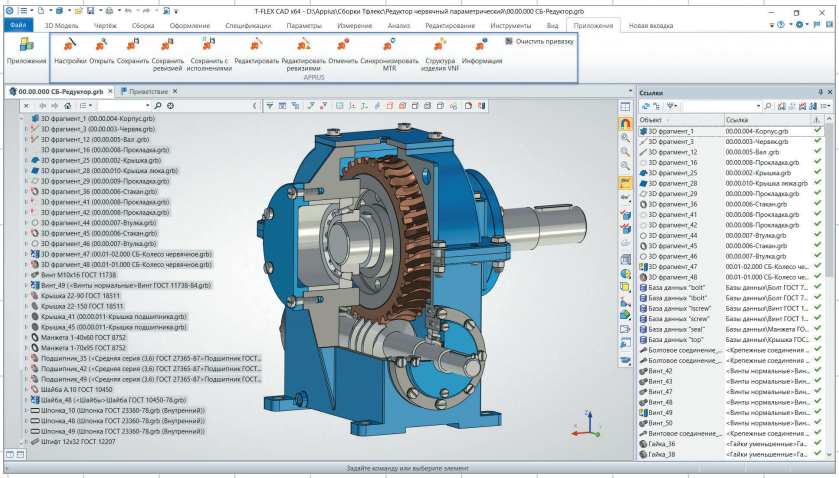
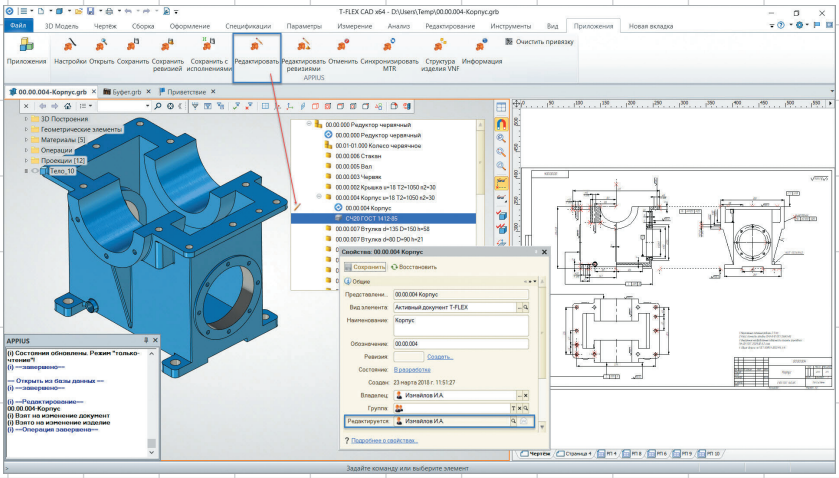
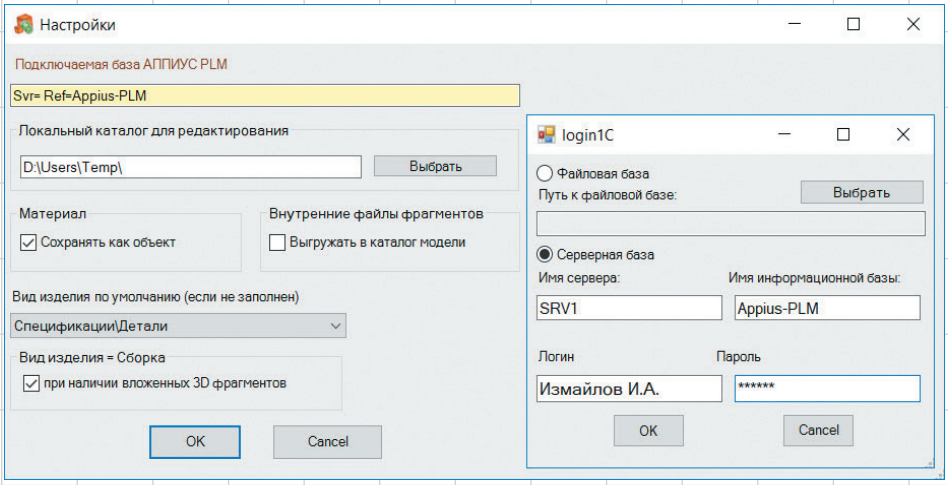

Рис. 2. Интерфейс встроенного PLM-компонента
Рис. 4. Окно проводника, открытое в T-FLEX для выбора 3D-модели
Рис. 7. Окно настроек PLM-компонента
Как и для других систем 3D-моделирования, для T-FLEX разработан обособленный интеграционный модуль «PLM-компонент к T-FLEX», обеспечивающий связь с Appius-PLM. Этот компонент предоставляет возможность хранения конструкторской информации, появляющейся в процессе проектирования в рамках единого информационного пространства для использования ее на всех дальнейших стадиях жизненного цикла (рис. 2).
- просматривать и редактировать 3D-модели, открываемые в CAD-системе, непосредственно из базы данных (рис. 4);
Работа с новым PLM-компонентом начинается с установки программного модуля соответствующего версии T-FLEX на рабочее место конструктора. В результате в систему проектирования встраивается специализированное приложение с уникальным интерфейсом. Интерфейс PLM-компонента состоит из ряда функциональных кнопок, каждая из которых отвечает за определенное действие (см. рис. 2). Связь T-FLEX и рабочей информационной базы Appius-PLM устанавливается в рамках окна *Настройки*, в котором предусмотрено указание взаимодействия как с файловым, так и с серверным вариантами базы данных (рис. 7).
ми должна осуществляться способом их открытия из базы. Для этих целей предусмотрено указание каталога выгрузки на локальных компьютерах пользователей (рис. 7). При открытии моделей из базы посредством проводника системы (см. рис. 4) выгруженные в каталог файлы получают признак «Только чтение», что не допускает их несанкционированного редактирования.